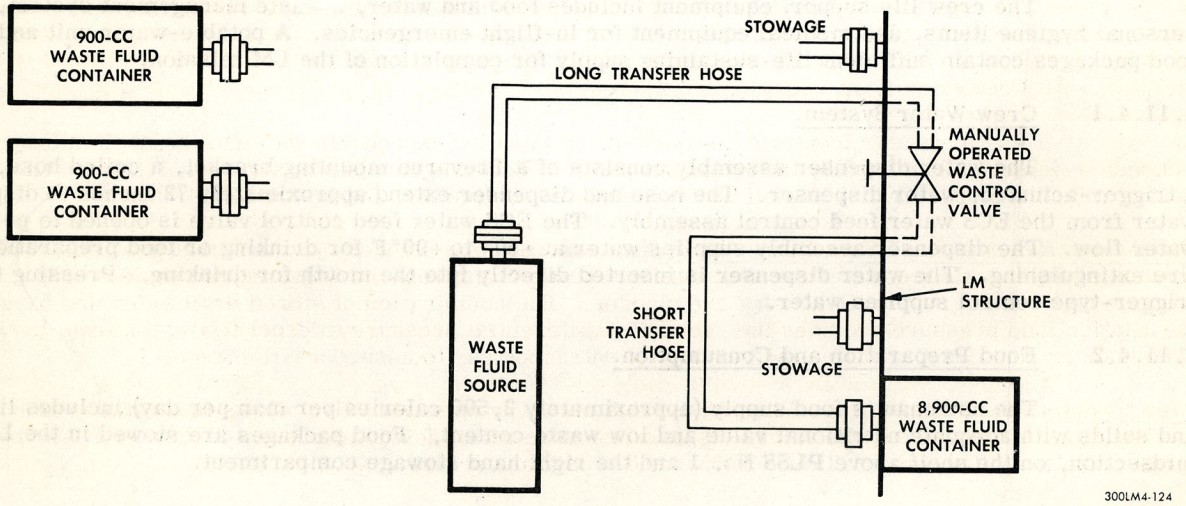

Figure 2.11-8. Waste Management System
2.11.4.3 EMU Waste Management System. (See figure 2.11-8.)